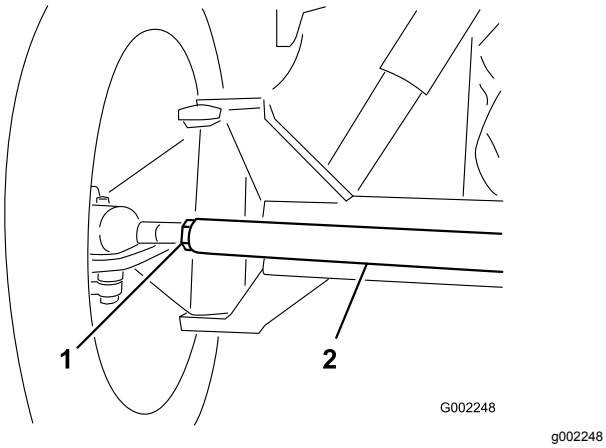

図 81
3. 前後の測定値の差が所定範囲にない場合、タイロッド両端のジャムナットを外して調整を行う(図 81)。